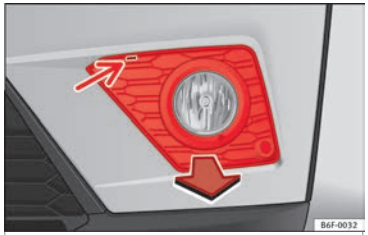

Rys. 114 Światło przeciwmgielne: zdejmowanie osłony
1. Umieścić śrubokręt we wgłębieniu ››› **rys. 114** (strzałka). Następnie zdjąć zaciski znajdujące się na krawędzi osłony, lekko je podważając.